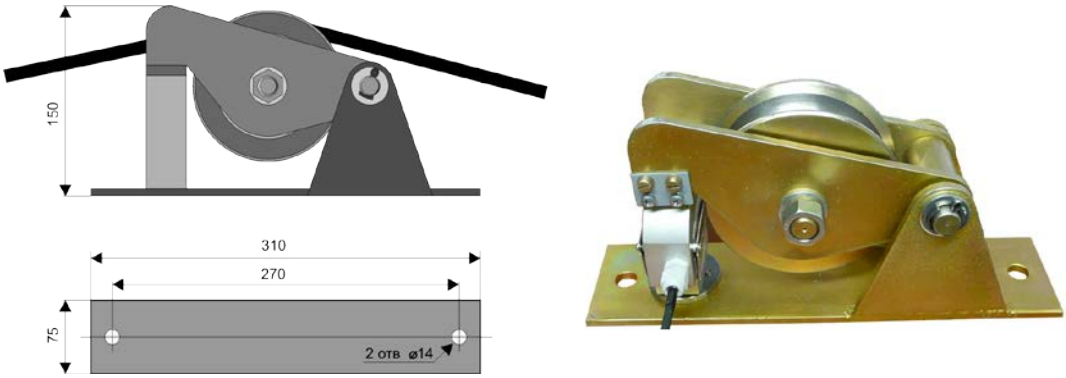

Рис.5
6.5. Датчик усилия тросовый роликовый, Рис.5, монтируется на оголовке башни, как оттяжка грузового троса между верхним и нижним роликами, см. Приложение 7. Преобразует натяжение, создаваемое в подвижной ветви грузового канате массой поднимаемого груза, в электрический сигнал.